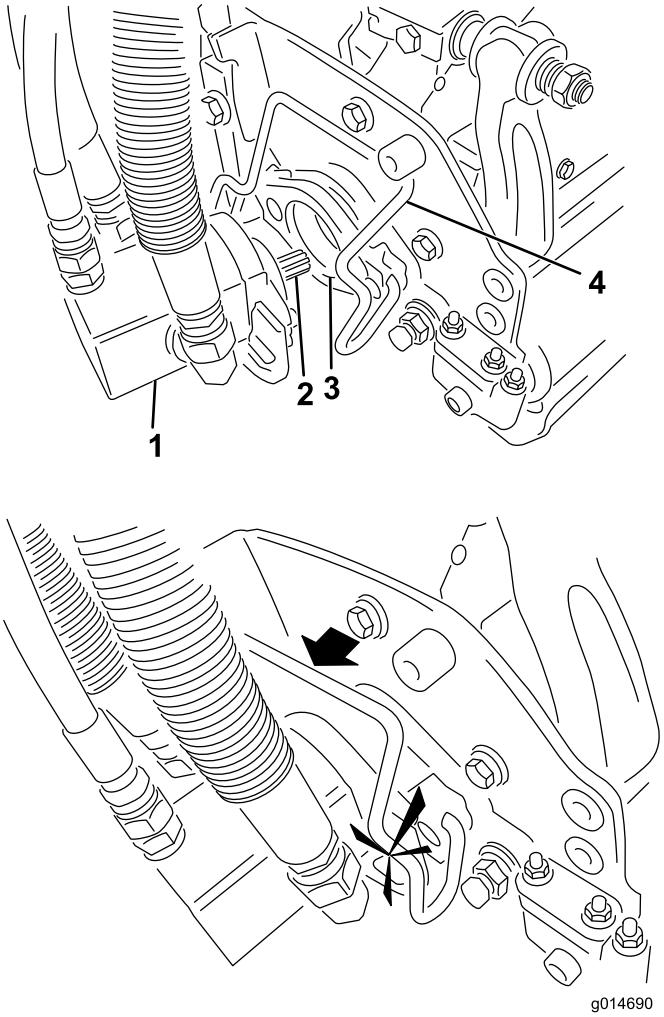

Figur 32
5. Kom rent smørefedt på notakslen på klippeenhedens motor (Figur 32).
6. Sæt motoren ind i klippeenhedens venstre side (set fra førersædet) og træk motorens holdestang på klippeenheden i motorens retning, indtil du hører et "klik" fra begge sider af motoren (Figur 32).